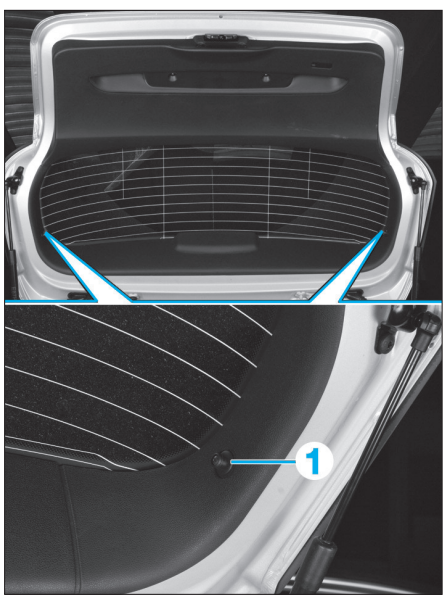
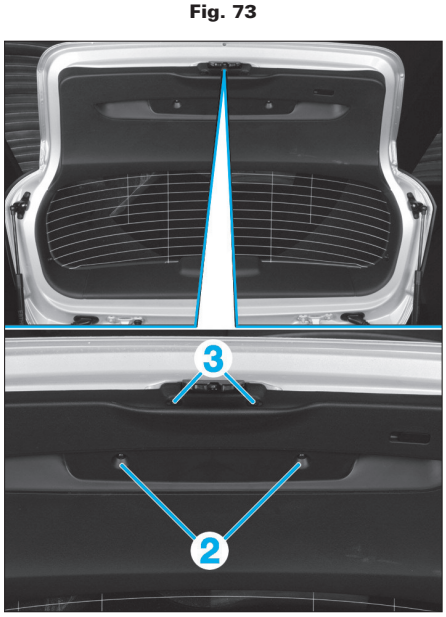

Fig. 73
Fig. 74
• Déposer les vis (1) **(Fig.73)** puis les vis (2) et (3) **(Fig.74)**.